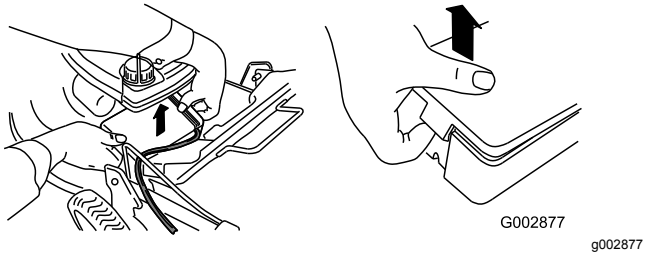

Figur 40
1. Åbn clipsen i begge ender af batteridækslet, og tag det af (Figur 40).